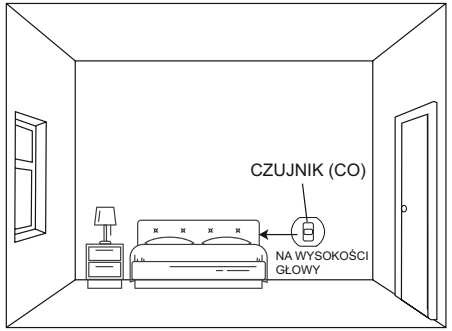

Rysunek 2: Instalacja w sypialni lub pomieszczeniu bez urządzenia spalającego paliwo (montaż na wysokości głowy)
2. Montaż czujnika CO w sypialni lub pomieszczeniu bez urządzenia spalającego paliwo (patrz Rysunek 2):